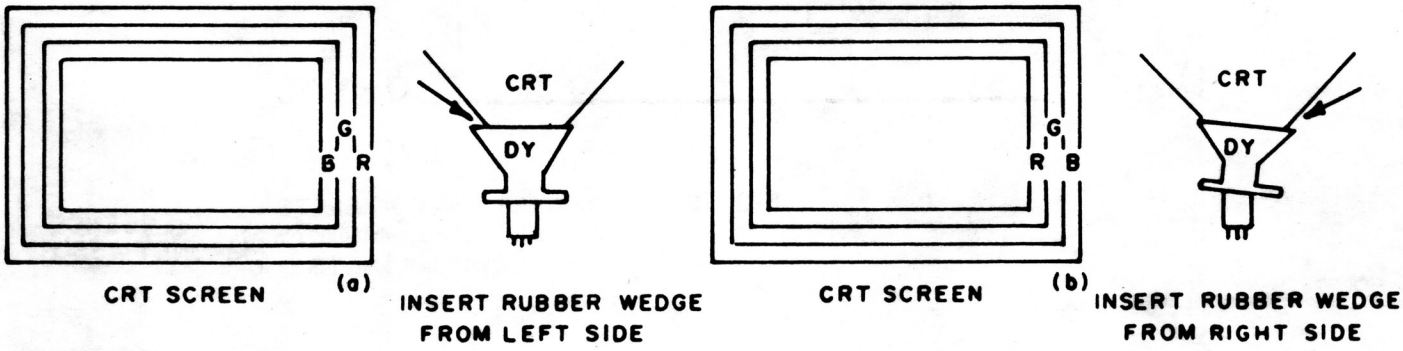

FIG. 9
2) Tilting the angle of the yoke sideways adjusts the parallel convergence of both horizontal and vertical lines at the edges of the screen. See Fig. 9 (a) and (b).